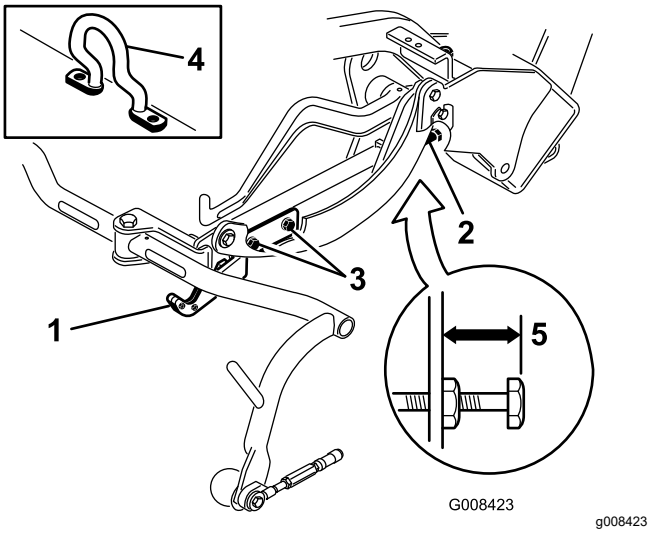
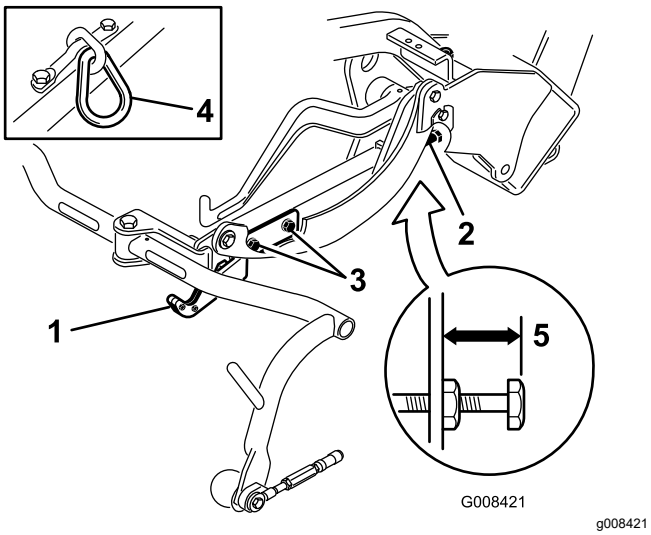
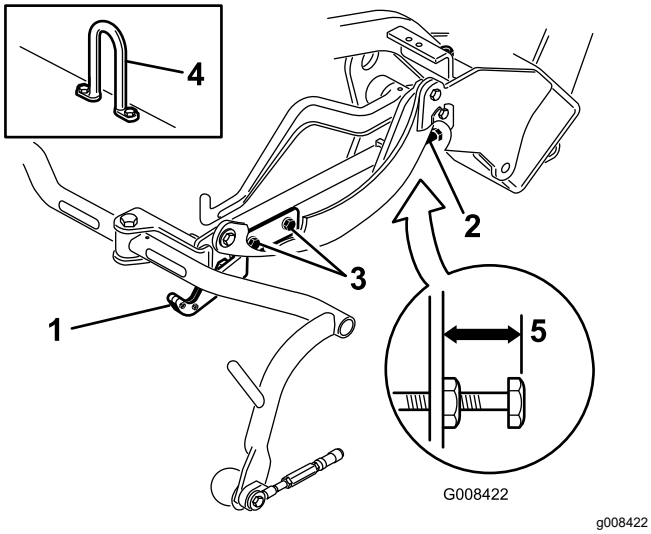

Rysunek 10
Rysunek 11
Rysunek 12
Sprawdź ustawienie wysokości transportowej (Rysunek 11 oraz Rysunek 12) i w razie potrzeby skoryguj je.
2. W przypadku jednostek tnących wyposażonych w hak podnoszenia z odsadzeniem (wstawka na Rysunek 10) upewnij się, że odległość od górnej krawędzi śruby regulacyjnej ramy nośnej do tylnej krawędzi ramy nośnej wynosi 25 mm. Przejdź do kroku 4, jeżeli ta odległość nie wynosi 25 mm.
3. W przypadku jednostek tnących wyposażonych w łącznik łańcuchowy lub prosty hak podnoszenia (wstawki na Rysunek 11 oraz Rysunek 12) upewnij się, że odległość od górnej krawędzi śruby regulacyjnej ramy nośnej do tylnej krawędzi ramy nośnej wynosi 22 mm. Przejdź do kroku 4, jeżeli ta odległość nie wynosi 22 mm. Przejdź do następnego kroku w
przypadku jednostki tnącej wyposażonej w hak podnoszenia z odsadzeniem (Rysunek 10).
4. Poluzuj śruby mocujące płytę transportową (Rysunek 11, Rysunek 12 oraz Rysunek 10).
7. Jeżeli ramy nośne nie są na takiej samej wysokości, poluzuj przeciwnakrętkę śruby regulacyjnej ramy nośnej (Rysunek 10, Rysunek 11 oraz Rysunek 12). Przekręć śrubę na zewnątrz, aby unieść ramę lub do wewnątrz, aby ją opuścić. Po uzyskaniu właściwej wysokości dokręć przeciwnakrętkę.